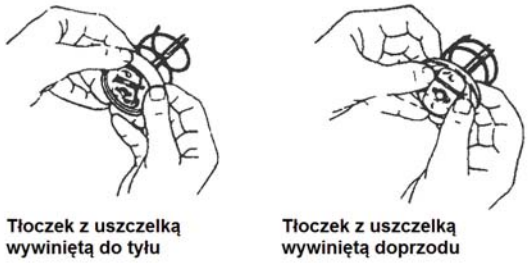

Rysunek 2
1. Przed zamontowaniem nowej kartuszy wizualnie sprawdzić ułożenie uszczelnienia na zbieraku. Aby zamontować nową kartuszę uszczelnienie powinno być ustawione zgodnie z kierunkiem uchwytu zbieraka lub wywinięte w stronę przeciwną do pierwotnej. Uszczelnienie zbieraka wywinąć w pozycję przeciwną i zamontować na nowo. (Rys. 2)